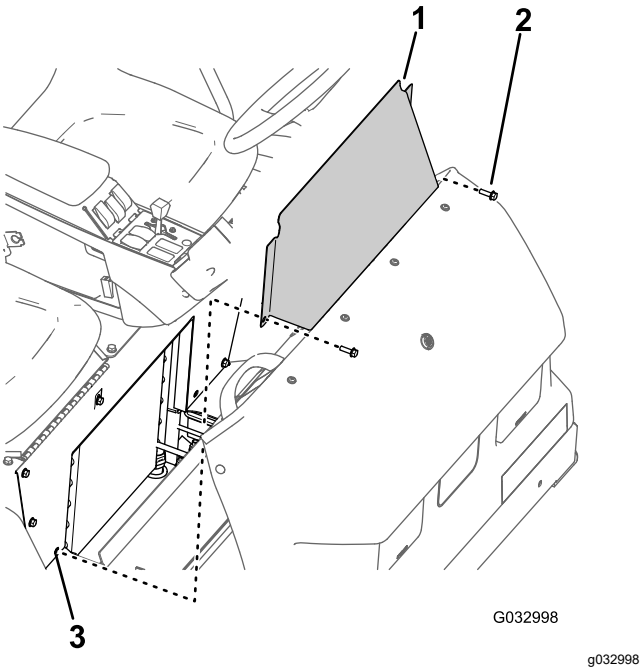

**Figur 64**
1. Ta bort de två flänsskruvarna som fäster sätessockelns åtkomstpanel på sätessockeln (Figur 64).
2. Ta bort sätessockelns åtkomstpanel från maskinen (Figur 64).
1. Rikta in hålen på sätessockelns åtkomstpanel med hålen i sätessockeln (Figur 64).
2. Montera sätessockelns åtkomstpanel på sätessockeln med de två flänsskruvarna (Figur 64) som du tog bort i steg 1 i Ta bort sätessockelns åtkomstpanel (sida 53).